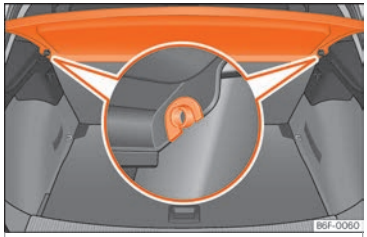

Fig. 116 Na bagageira: desmontar e montar a chapeleira.
- Desencaixe a chapeleira dos suportes laterais ››› Fig. 116 puxando-a para cima e retire-a.
- Introduza a chapeleira horizontalmente fazendo coincidir a «fechadura» sobre o eixo dos suportes ››› Fig. 116, e pressione para baixo até que encaixe.